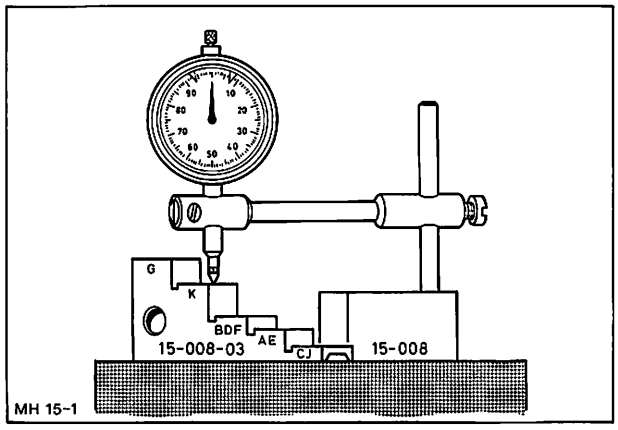
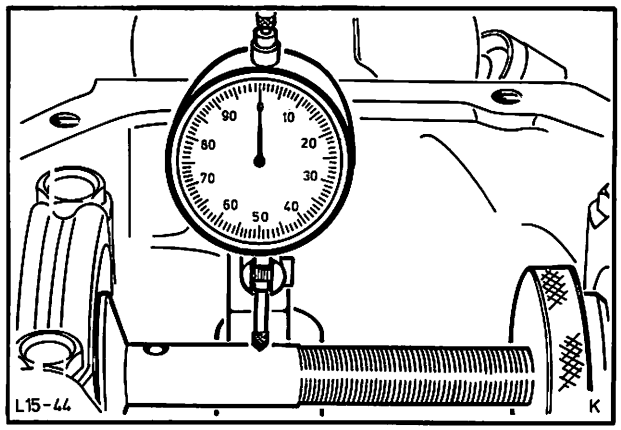

Abb. 71 Meßuhr auf „0" stellen
Abb. 72 Meßuhrstellung „0" (Abweichung max. 0,01 mm)
32. Nullstellung der Meßuhr am Meßblock mittels Stufenblock wieder prüfen, Abb. 71, und Meßblock auf die Stirnfläche des Meisterritzels setzen. Wird jetzt mit dem Taststift der Meßuhr wie vorher (Pkt. 27) **quer** über die Meßwelle gefahren, so muß der Zeiger „0" anzeigen, wenn die vorausgegangenen Messungen genau waren. Abweichungen von höchstens 0,01 mm von der „0" sind zulässig, Abb. 72.